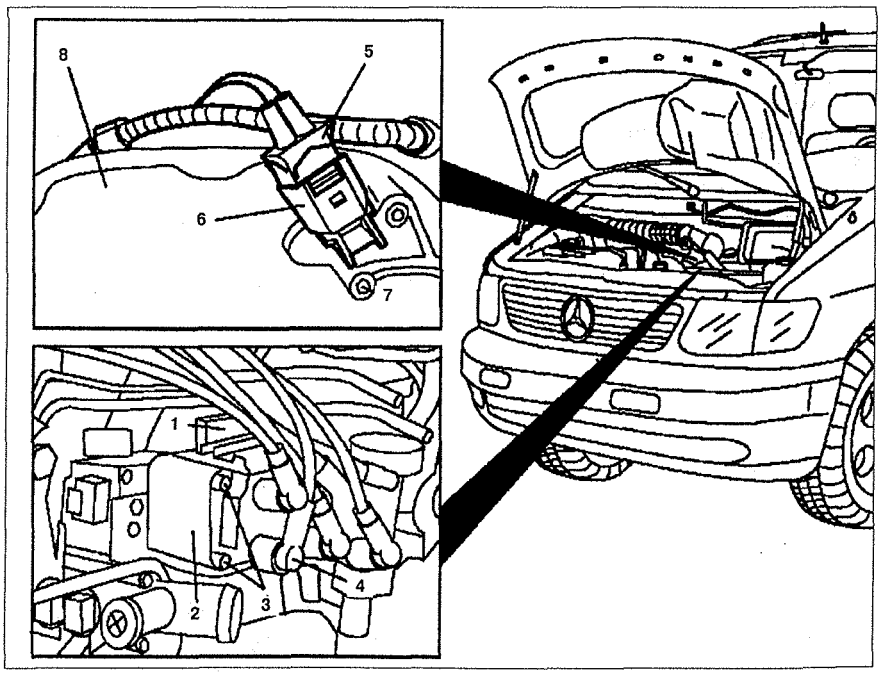

Рис. 3.51. Датчик частоты вращения распределительного вала:
3. Открутите болт **7** (см.рис.3.51).